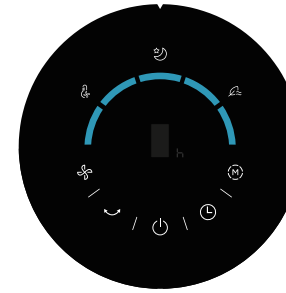

Рис.3
a. Описание кнопок (см. рис. 3)